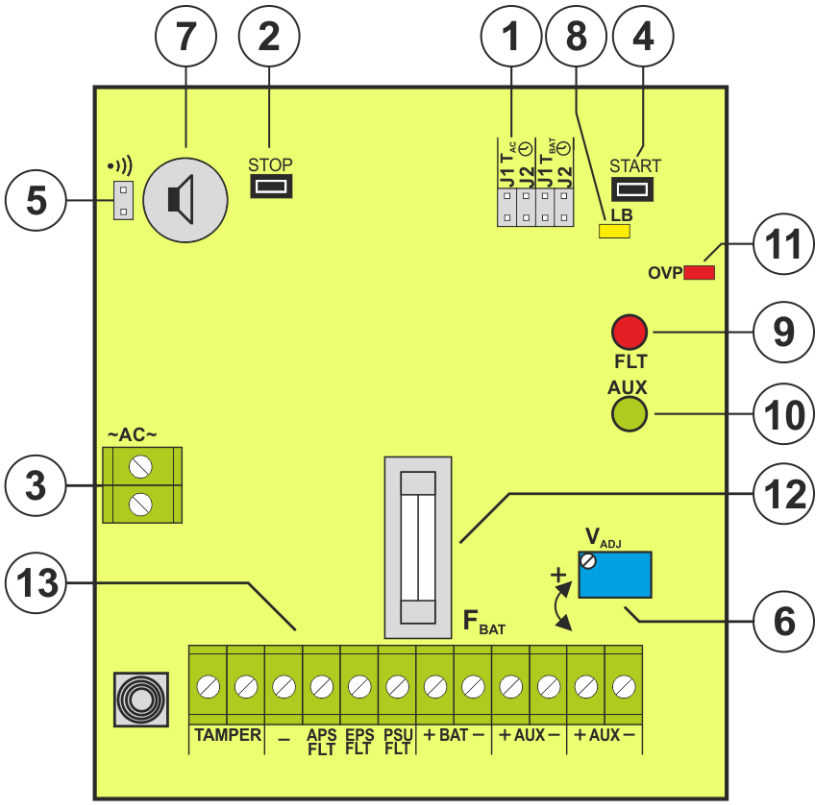

Fig. 2. Vista de la placa PCB de la fuente de alimentación.
**Tabla 1. Componentes de la placa PCB (véase fig. 2).**
| 2 | PCB de la fuente de alimentación (tab. 1, fig. 2) |